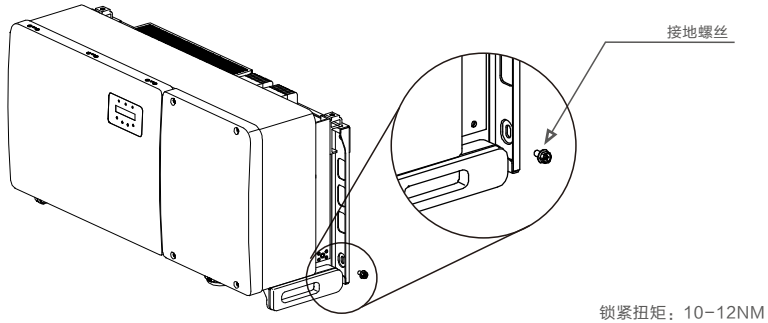

图3.17 固定线缆
6. 将接地线连接到散热器上的接地点，并拧紧接地螺栓，扭矩为10-12Nm（见图3.17）。